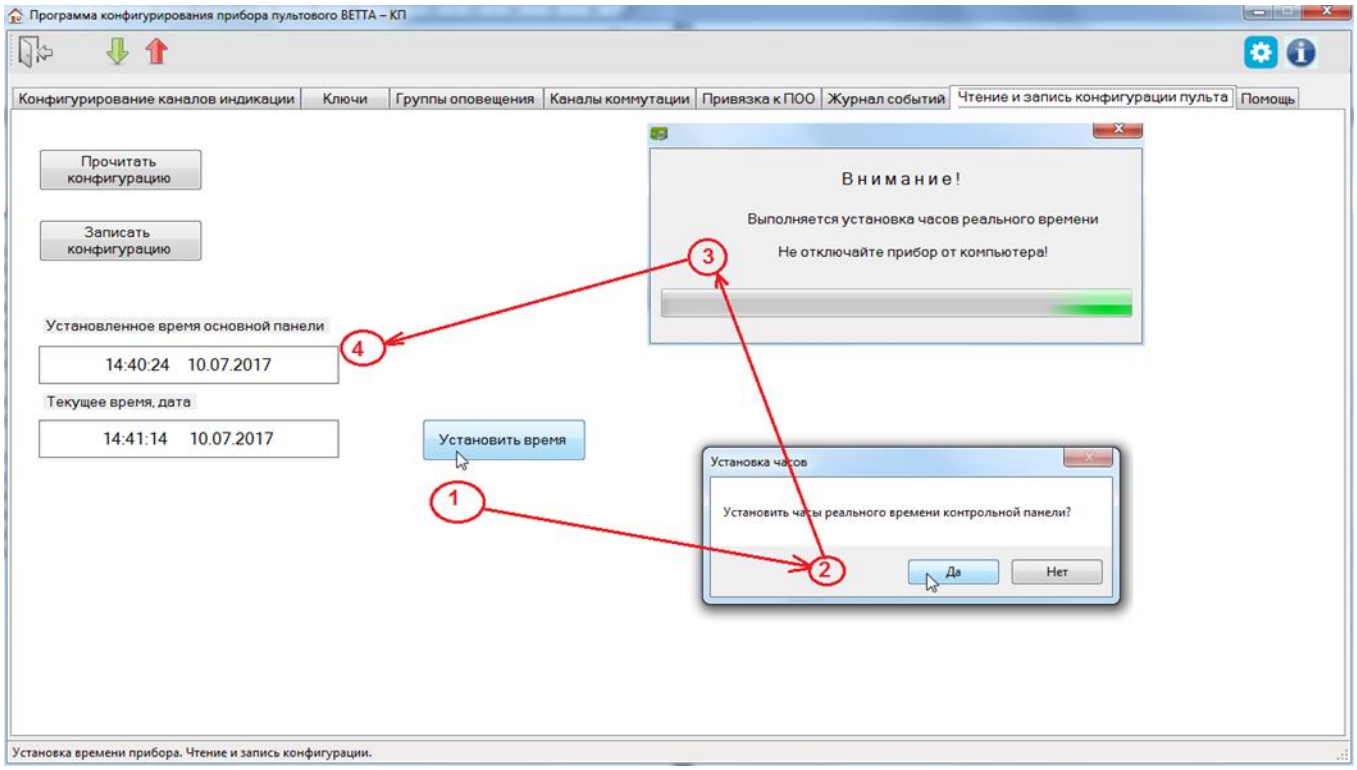

Рис. 29. Порядок действий при установке текущей даты и времени ОКП
4) После завершения чтения текущей конфигурации и запуска основного окна программы-конфигуратора, перейдите на вкладку «Чтение и запись конфигурации пульта» (Рис. 29).
5) Нажмите кнопку «Установить время» (Рис. 29, шаг 1).
6) Программа запросит с помощью диалогового окна (Рис. 29, шаг 2) подтверждение выполнения операции, нажмите кнопку «Да».
7) Программа выполняет установку текущей даты и времени ОКП согласно текущей дате и времени компьютера, при этом отображается диалоговое окно (Рис. 29, шаг 3).
8) По завершению процесса установки даты и времени ОКП, в поле «Установленное время основной панели» отображается время и дата выполнения операции (Рис. 29, шаг 4).